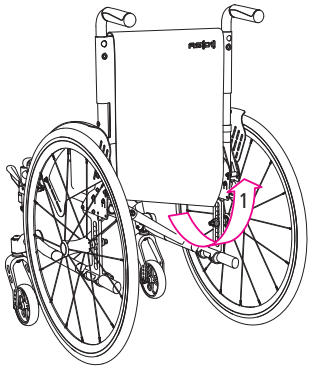

afb. 28
3. Maak eventueel de flap van de rugleuning onder de zitting (1, afb. 28) los om de rolstoel te kunnen inklappen.